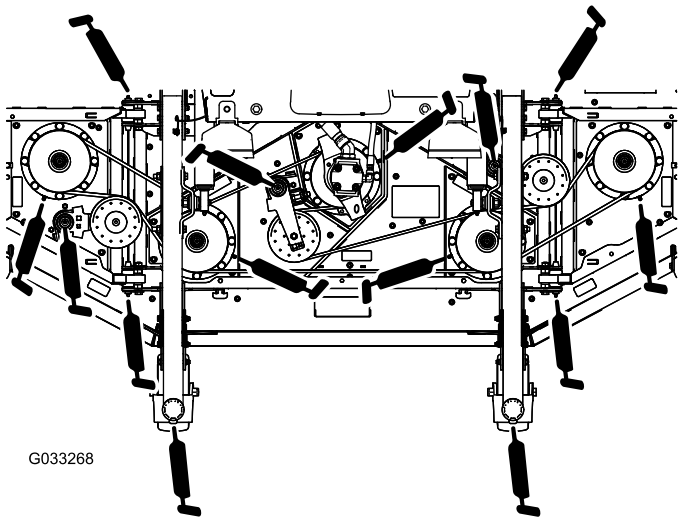

Figur 52
- 2 bussningar för hjulgaffelaxeln (Figur 52)
- 5 spindelaxellager (på spindelhuset) enligt Figur 52
- 3 vridfästesbussningar för mellandrevsarmen (på mellandrevets svängtappsaxel) enligt Figur 52
- 4 vingfensdäckbussningar (placerade på vingfenans svängtappar) enligt Figur 52